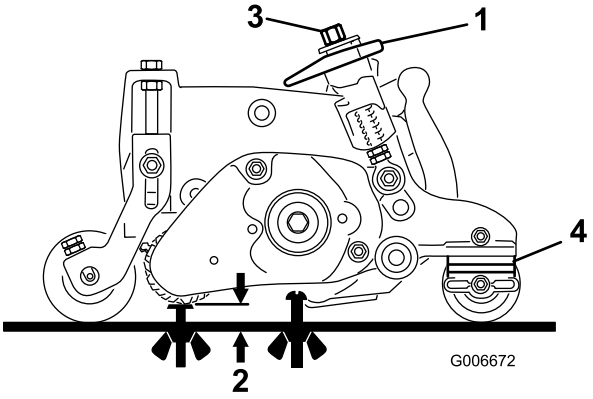

Figur 44
1. Sørg for, at trimmeren er indstillet til den ønskede trimmehøjde (HOG) (Figur 44).